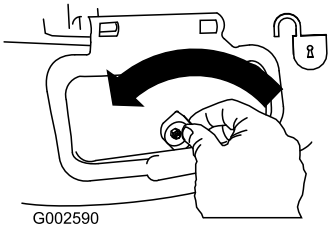

Figura 26
1. Desbloquee la puerta de descarga lateral (Figura 26).